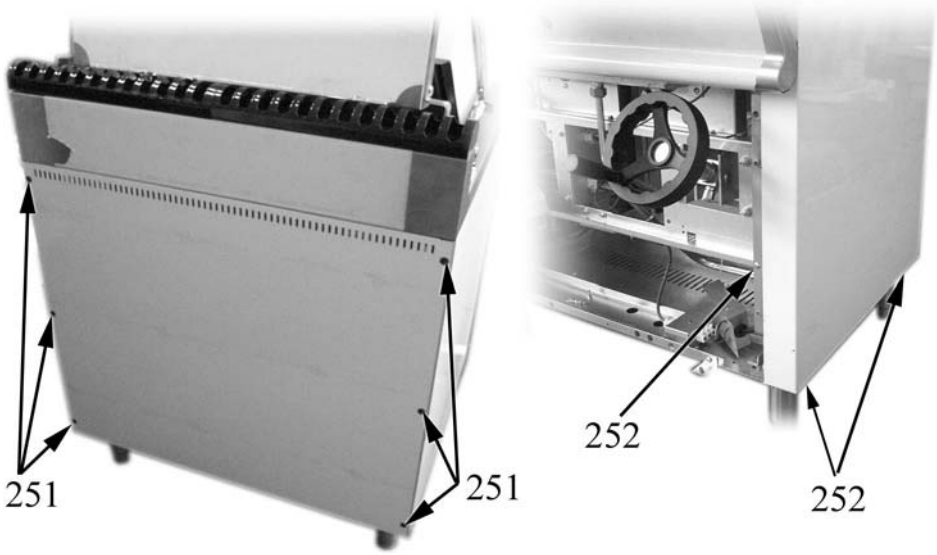

Fig. 25
- remove the back panel of the appliance by unscrewing the screws shown as item 251 in Fig. 25;
- remove both side panels of the appliance by unscrewing the screws shown as item 252 in Fig. 25;